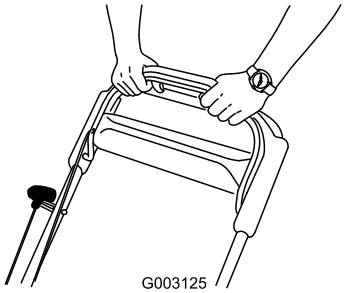

Figuur 19
3. Houd de bedieningsstang van het maaimes tegen de handgreep (Figuur 19).